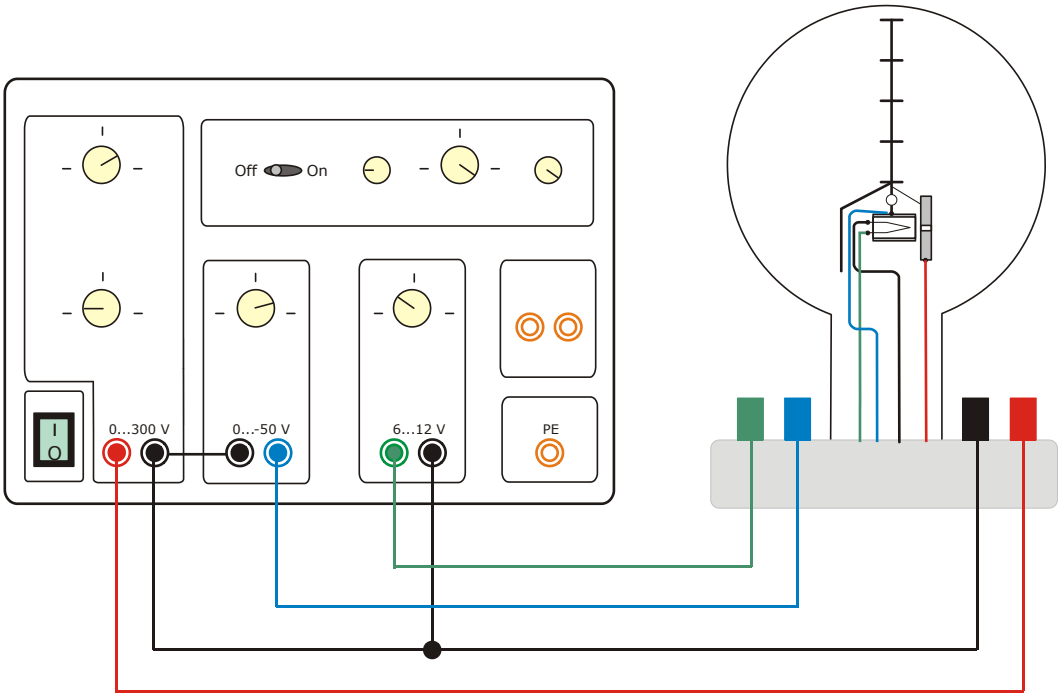

Fig. 1 Collegamento del tubo a fascio elettronico all'a-limentatore CC 300 V
- Cablare il tubo come indicato nella fig. 1.